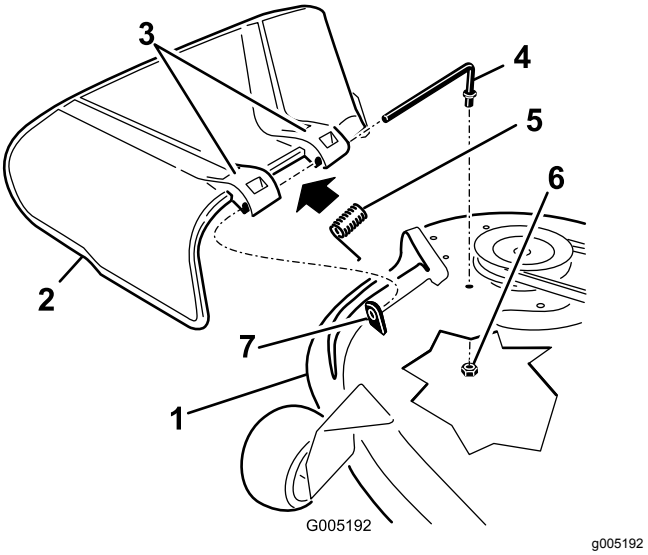

Figuur 67
1. Verwijder de moer (⅜") van de stang onder het maaidek (Figuur 67).
2. Schuif de stang uit de korte afstandshouder, de veer en de grasgeleider (Figuur 67).
4. Monteer de grasgeleider (Figuur 67).
7. Schuif de stang door de tweede grasgeleider beugel (Figuur 67).
9. Bevestig de achterzijde van de stang aan de maaier met een moer (⅜"), zoals geïllustreerd in Figuur 67.